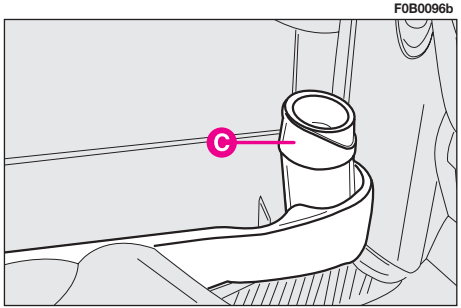
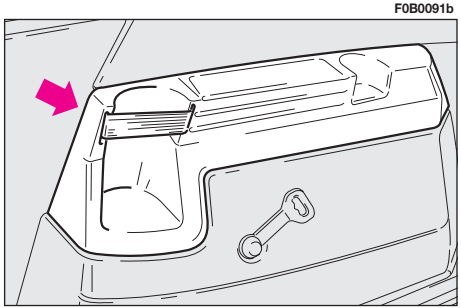

fig. 125
fig. 126
– bottle - glass - can holders on the second **fig. 125** and third row side panels **fig. 126**; bottle compartments can also be used to contain a removable waste container **C-fig. 125**;